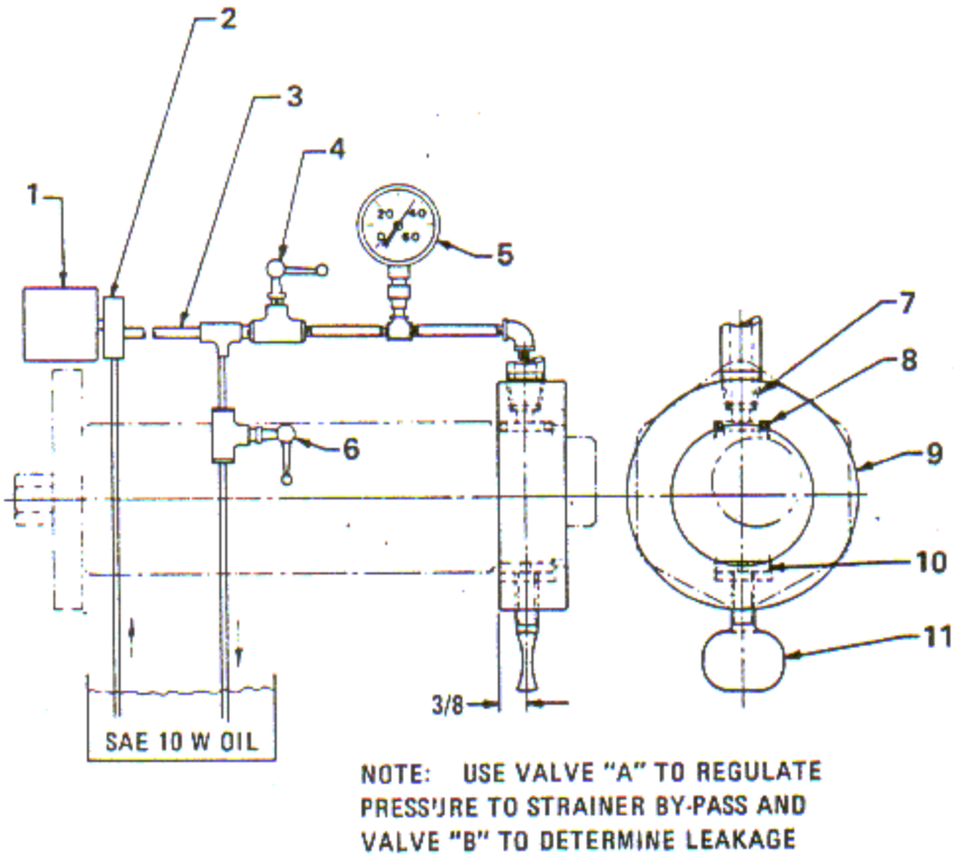

Figure 6-28. Oil Strainer By-Pass Valve Pressure Testing Rig
g. Reassemble the by-pass valve using accepted parts. Install the valve body in a rig similar to the one shown in figure 6-28 and test at a minimum pressure of 35 psi. The valve must not start to open or leak at less than this pressure.